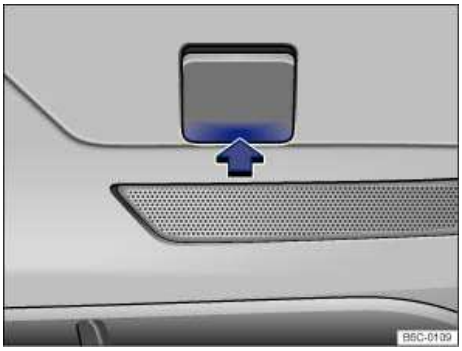

Fig. 193 In the right rear bumper: Removing the cover.
- Push on the cover at the lower area ⇒ fig. 193 (arrow) so that it pops out.
- Position the lower tab of the cover ⇒ fig. 193 into the opening in the bumper and carefully push on the upper area of the cover until it has locked in place.